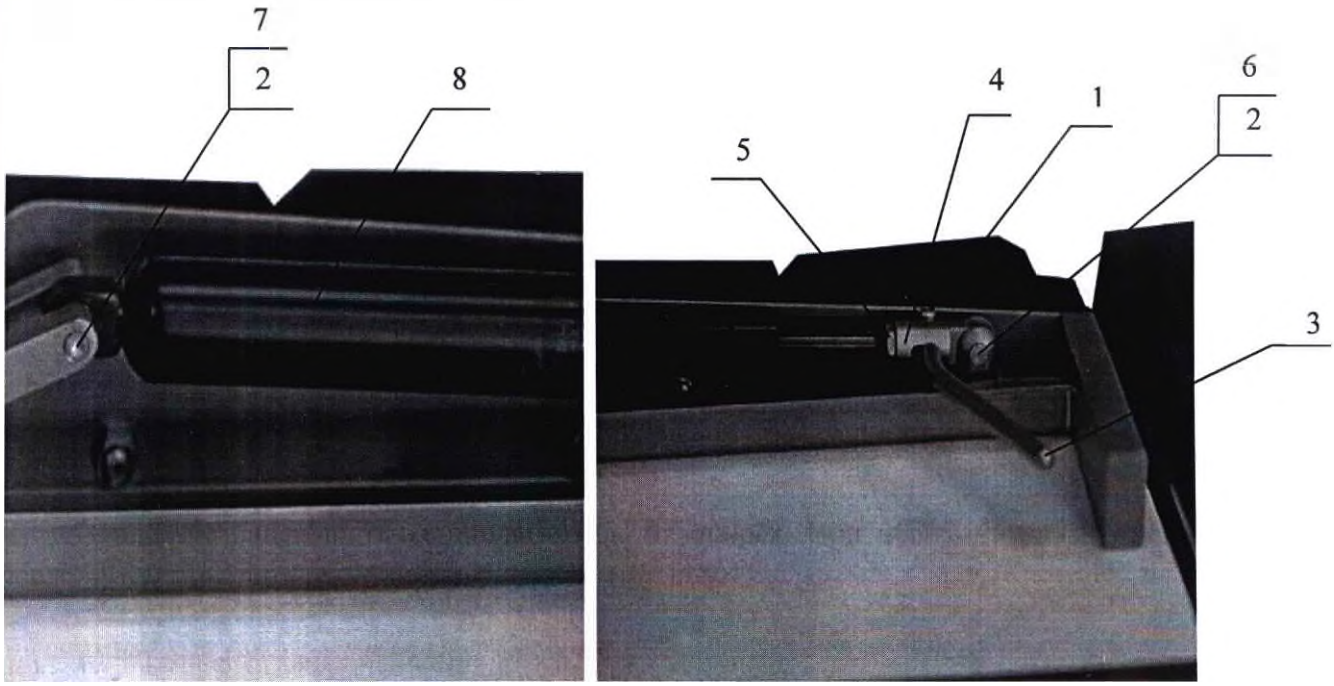

Рисунок 22. Замена газовых пружин панели стола.
12.4.1 Отверните гайки 1 (Рисунок 22).